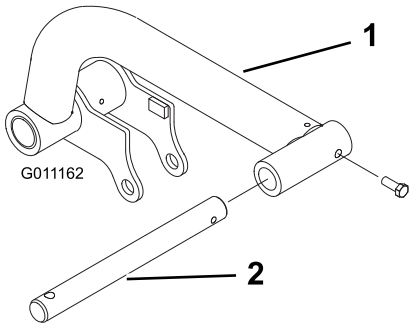

**Figur 14**
2. Sæt en drejestang i hver løftearm, og ret monteringshullerne ind efter hinanden (Figur 14).